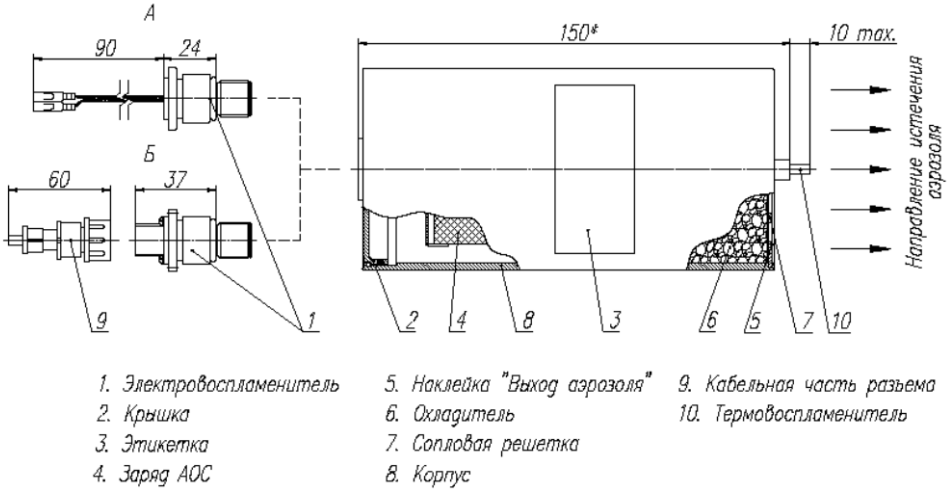

Рис.1. Генератор огнетушащего аэрозоля.
3.1. В комплект поставки ГОА (рис.1) входит:
5.1. Устройство генератора (рис.1).5.1.1. Генератор состоит из металлического корпуса 8, в виде цилиндра, один торец которого оснащен сопловой решеткой 7 закрытой наклейкой 5 (**ВНИМАНИЕ - не снимать!**), а другой закрыт крышкой 2 с резьбовым отверстием для установки электровоспламенителя 1 (при транспортировке отверстие закрыто заглушкой). Внутри корпуса размещается заряд аэрозолеобразующего состава (АОС) 4 и охладитель 6.